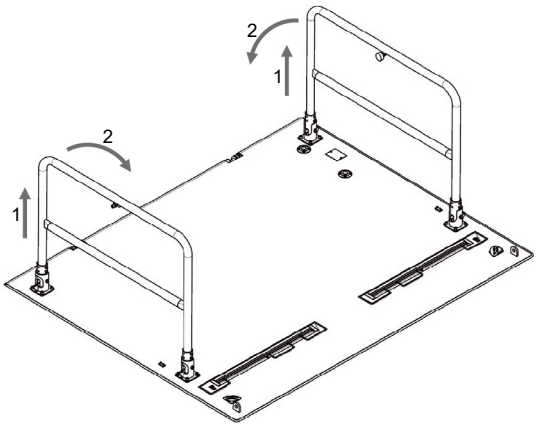

Abbildung 20: A-Geländer ablegen
► Ziehen Sie das jeweilige Geländer nach oben (**1**, siehe Abbildung 20).